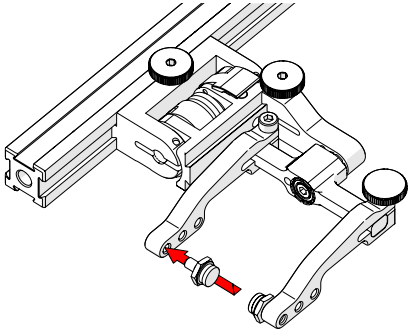

Fig. 142 - Place pivot buttons
4. Using the supplied 3/8 in wrench, place the pivot buttons *(Fig. 142)* farthest from the yoke for maximum wedge clearance.